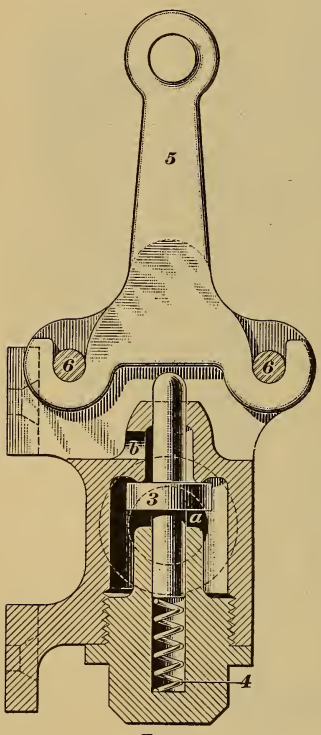

FIG. 6.
6. A sectional view of the **car discharge valve** is shown in Fig. 6, in which *3* is the discharge valve, and *4* the discharge-valve spring that holds this valve up against its seat. *5* is the lever or handle to which the signal cord is attached, while *6*, *6* are stop-pins. There is a union connection at *a* to which the branch pipe from the signal pipe is connected, while the exhaust port *b* leads to the atmosphere.